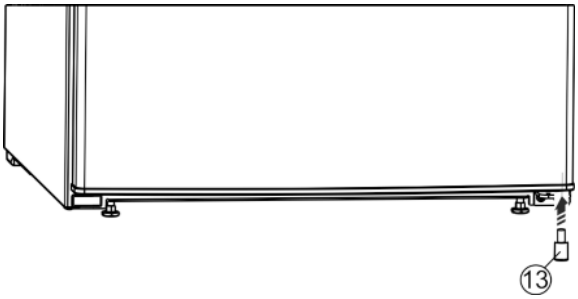

Fig. 11
- ▶ Das Distanzteil *Fig. 11 (13)*wieder rechts unten in die Tür einsetzen, weil es wichtig für die Standfestigkeit des Geräts ist.